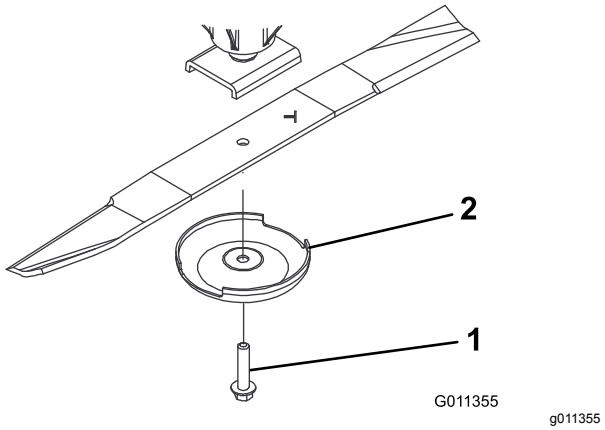

Figur 64
2. Hold enden av kniven med en fille eller en tykk hanske. Fjern knivbolten, antiskalperingsvernet og kniven fra spindelakselen (Figur 64).
3. Monter kniv, med vingen mot klippeenheten, med antiskalperingskopp og knivbolt (Figur 64). Stram knivbolten til 115–149 N·m.
Hvis du ikke gjør noe med slitasje på kniven, vil det dannes et spor mellom vingedelen og den flate delen av bladet (Figur 64). Til slutt kan en del av kniven knekke av og bli kastet ut fra maskinen og trolig resultere i alvorlig personskade.